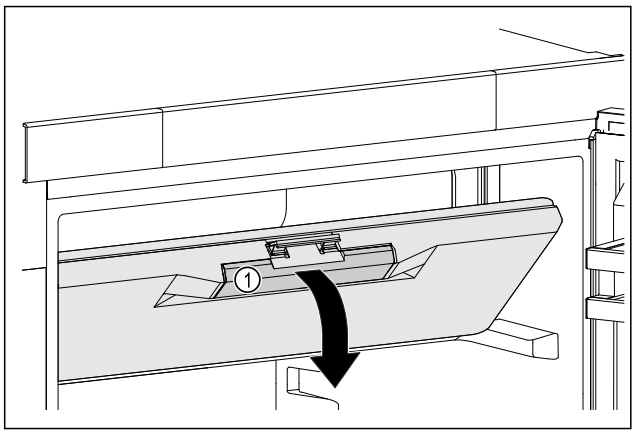

Fig. 52
▶ Prindeți ușa compartimentului de congelare de mânerul încastrat *Fig. 52 (1)*.